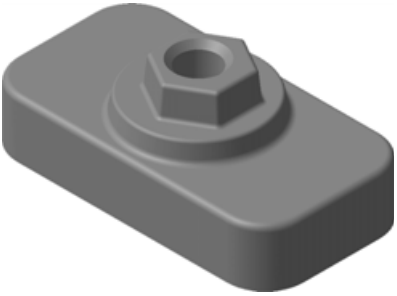

Рис. 4.61
- Установите для модели стандартную ориентацию **Изометрия**. В окончательном варианте деталь должна выглядеть так, как это показано на рис. 4.61.